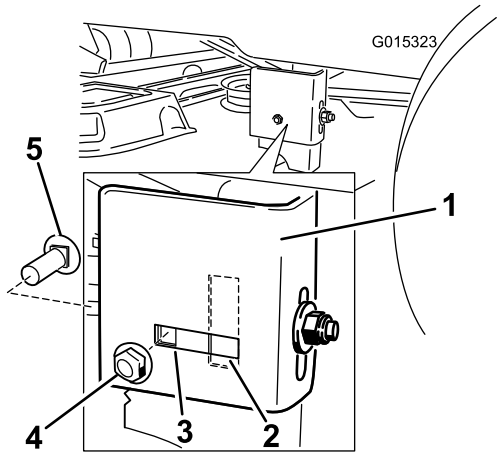

Figuur 61
7. Ga naar de linkerkant van de machine. Controleer of de zijstelbout in de gleufstand of de geborgde stand staat (Figuur 61).
8. Als de zijstelbout in de geborgde stand staat, moet u de bout en de zijborgmoer uit de geborgde stand halen en in de gleufstand zetten (Figuur 61).